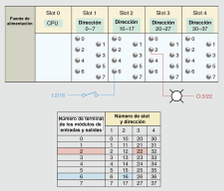

Figura 1-28. Uso del sistema octal en modulos de entradas/salidas
12. El sistema octal es usado porque los datos de 8 bits hacen un byte que puede ser direccionado. Los módulos de I/O usan un sistema de numeración octal. (figura 1-28)